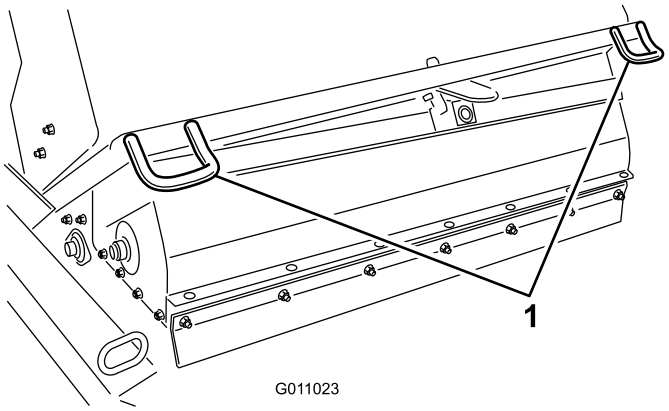
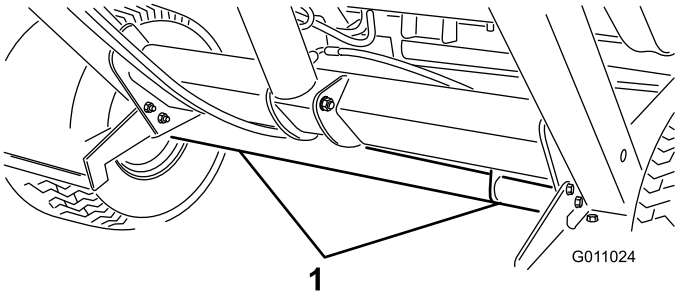

Figur 29
Figur 30
- Når du transporterer oppsamleren kan du bruke festene til å sikre fronten på maskinen (Figur 29) og akselen (Figur 30) til å sikre den bakre delen av maskinen på traileren.